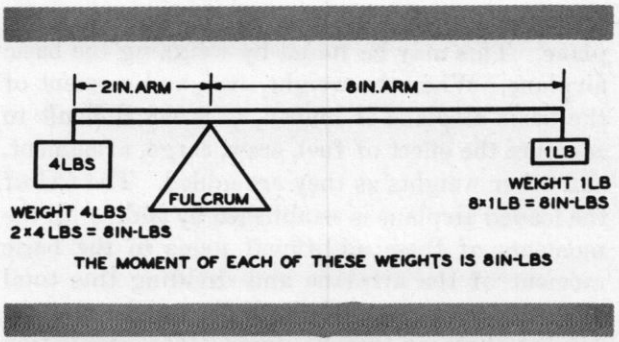

Figure 10–14. Principles of balance
The theory of aircraft weight and balance is extremely simple. You can see its application in the old familiar steelyard scale which is in equilibrium or balance when it rests on the fulcrum in a level position. The influence of weight, of course, depends directly on its distance from the fulcrum. For equilibrium or balance, the weight must be distributed so that the turning effect is the same on one side of the fulcrum as on the other. Therefore, a heavy weight near the fulcrum has the same effect as a lighter weight farther out on the bar. (See Figure 10–14.) The scale is in balance only when the horizontal center of gravity (CG) is at one location, the fulcrum.